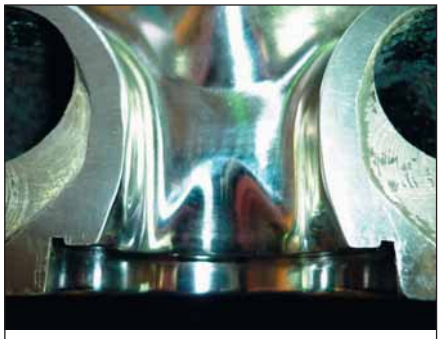

Рис. 2 Трудно узнать фильеру из рис. 1 после ремонта. Классу чистоты и геометрии поверхности вводных каналов уделяется особое внимание.
- шлифование рабочих поверхностей до устранения дефектов. Съем материала составляет не более 100 мкм. Следы коррозии в виде раковин, вмятины, забоины и царапины глубиной менее 100 мкм, а также волосяные риски устраняются полностью. Более глубокие дефекты – «заваливаются». Острые кромки их границ притупляются, чем обеспечивается высокая адгезия гальванопокрытия. Во время шлифования особое внимание уделяется контролю геометрии плоских выходных поверхностей секционных фильер и классу чистоты поверхности вводных каналов (**рис. 2**).